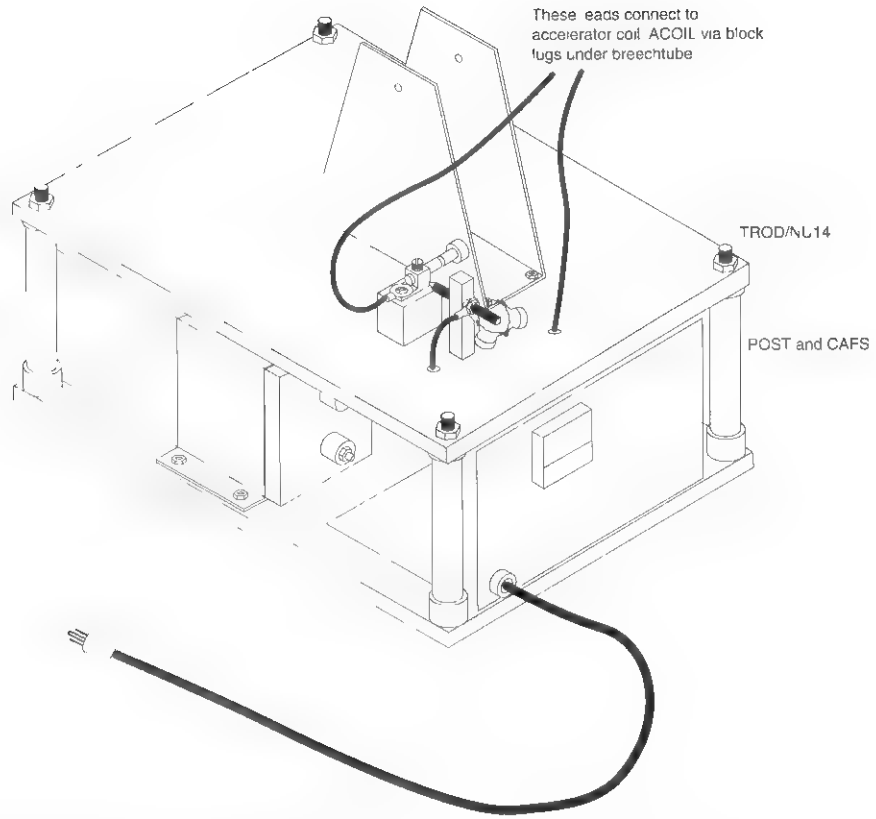

Figure 16-16 *Final assembly isometric view*
22. Assemble the three energy-discharge capacitors (shown in Figure 16-16) along with the charger and control module.